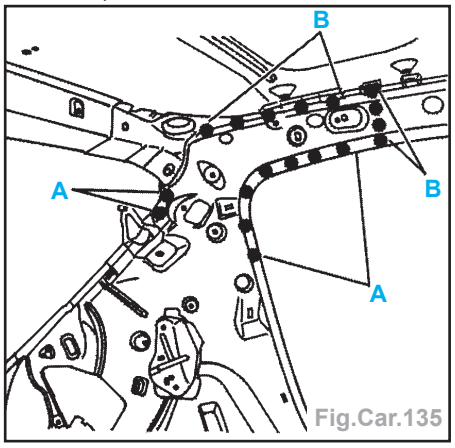

Fig.Car.135
- par points électriques suivant **A** (avec l'équipement AB1) (Fig.Car.135, 136, 137 et 138),